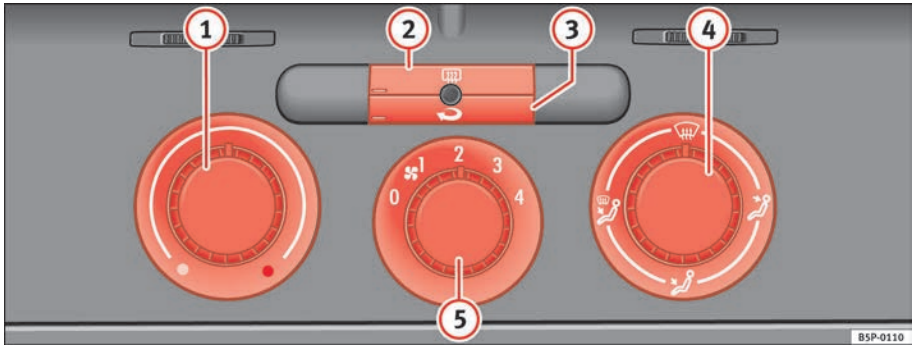

Fig. 128 On the dash panel: Heater controls
– Using the controls ⇒ fig. 128 (1) and (4) and the control (5) you can set the temperature, air distribution and the turbine speed.
– To switch a function on or off, press the appropriate button (2) or (3). When the function is activated, the display window in the lower left of the button is lit.